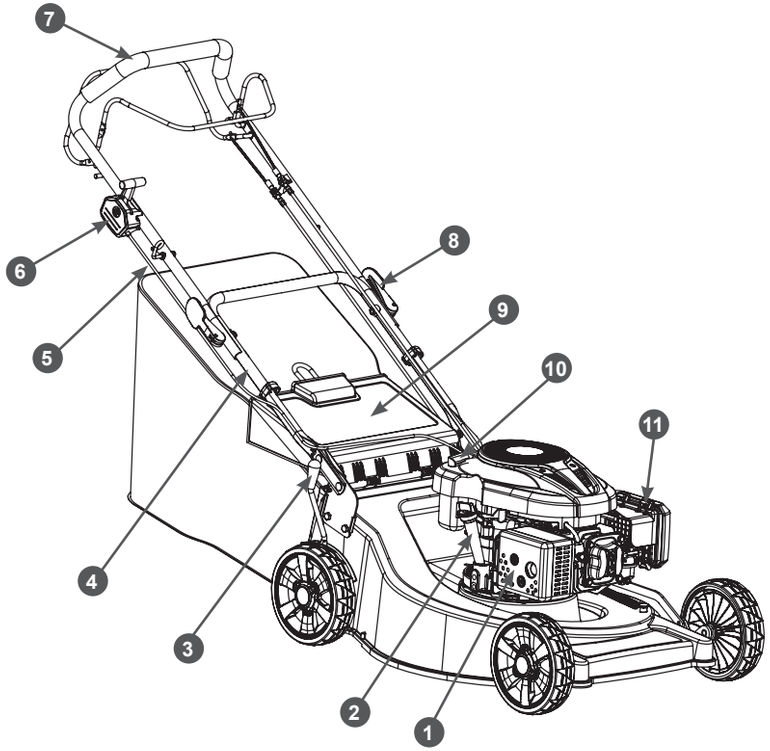
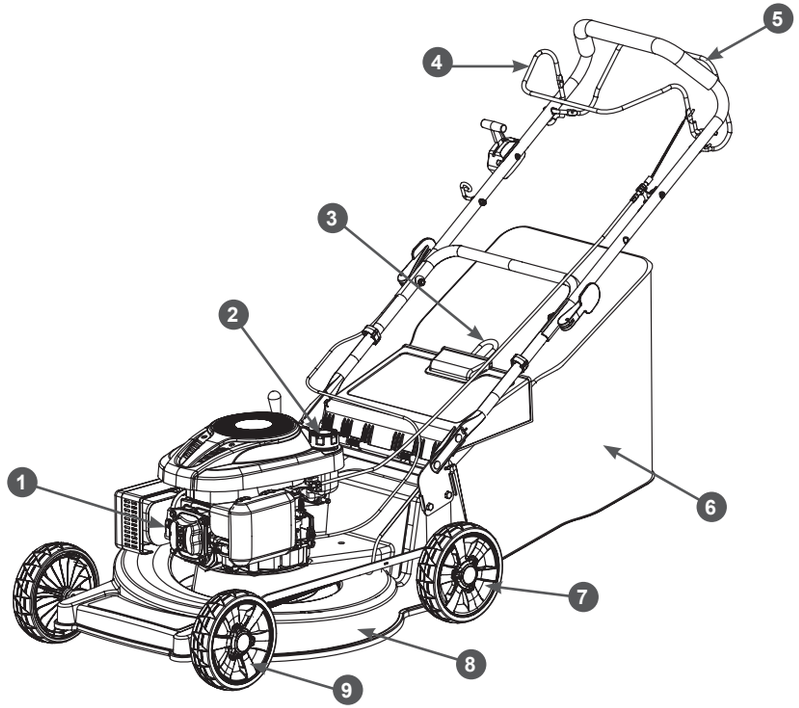
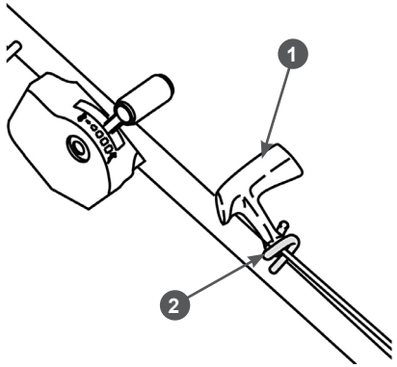

**Рис. 1 Расположение основных узлов и органов управления (вид справа)**
**Рис. 2 Расположение основных узлов и органов управления (вид слева)**
**Рис. 10 Крепление ручки стартера на рукоятке**
Расположение основных узлов и органов управления показано на Рис. 1, 2.
9. Закрепите ручку стартера на кронштейне 5 (Рис. 1). Для этого нажмите рычаг 4 остановки двигателя (Рис. 2) и медленно потяните за ручку стартера, чтобы вытянуть шнур из корпуса стартера на требуемую длину. Затем пропустите шнур стартера через витки кронштейна и отпустите ручку стартера. Ручка стартера должна зафиксироваться на кронштейне, как показано на Рис. 10.